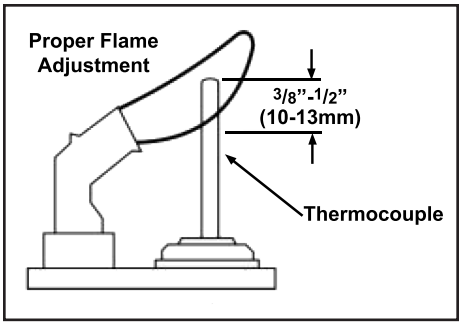

**Figure 27: Proper Pilot Flame.**
The pilot flow adjustment is set to maximum at the factory and should not need to be adjusted. The pilot flame should envelope ⅜" to ½" (10 to 13mm) of the thermocouple (see Figure 27). However, should the need arise, follow Steps 1- 2 below.
1. The adjustment screw can be reached through the front of the unit using a 10 inch flat head screw driver (see Figure 27 for location on valve).